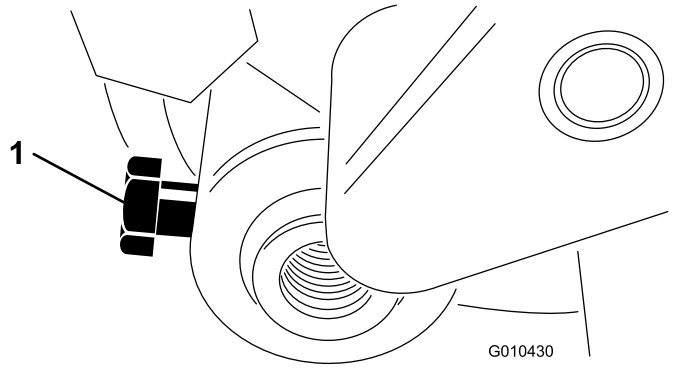

Figura 16
9. Insira o eixo do rolo no conjunto do braço de ajuste esquerdo e prenda, sem apertar, com o parafuso (M6–1 x 12 mm) como se vê na Figura 16.
4. Centre o rolo entre os braços de ajuste e aperte os parafusos de montagem (ver Figura 16).